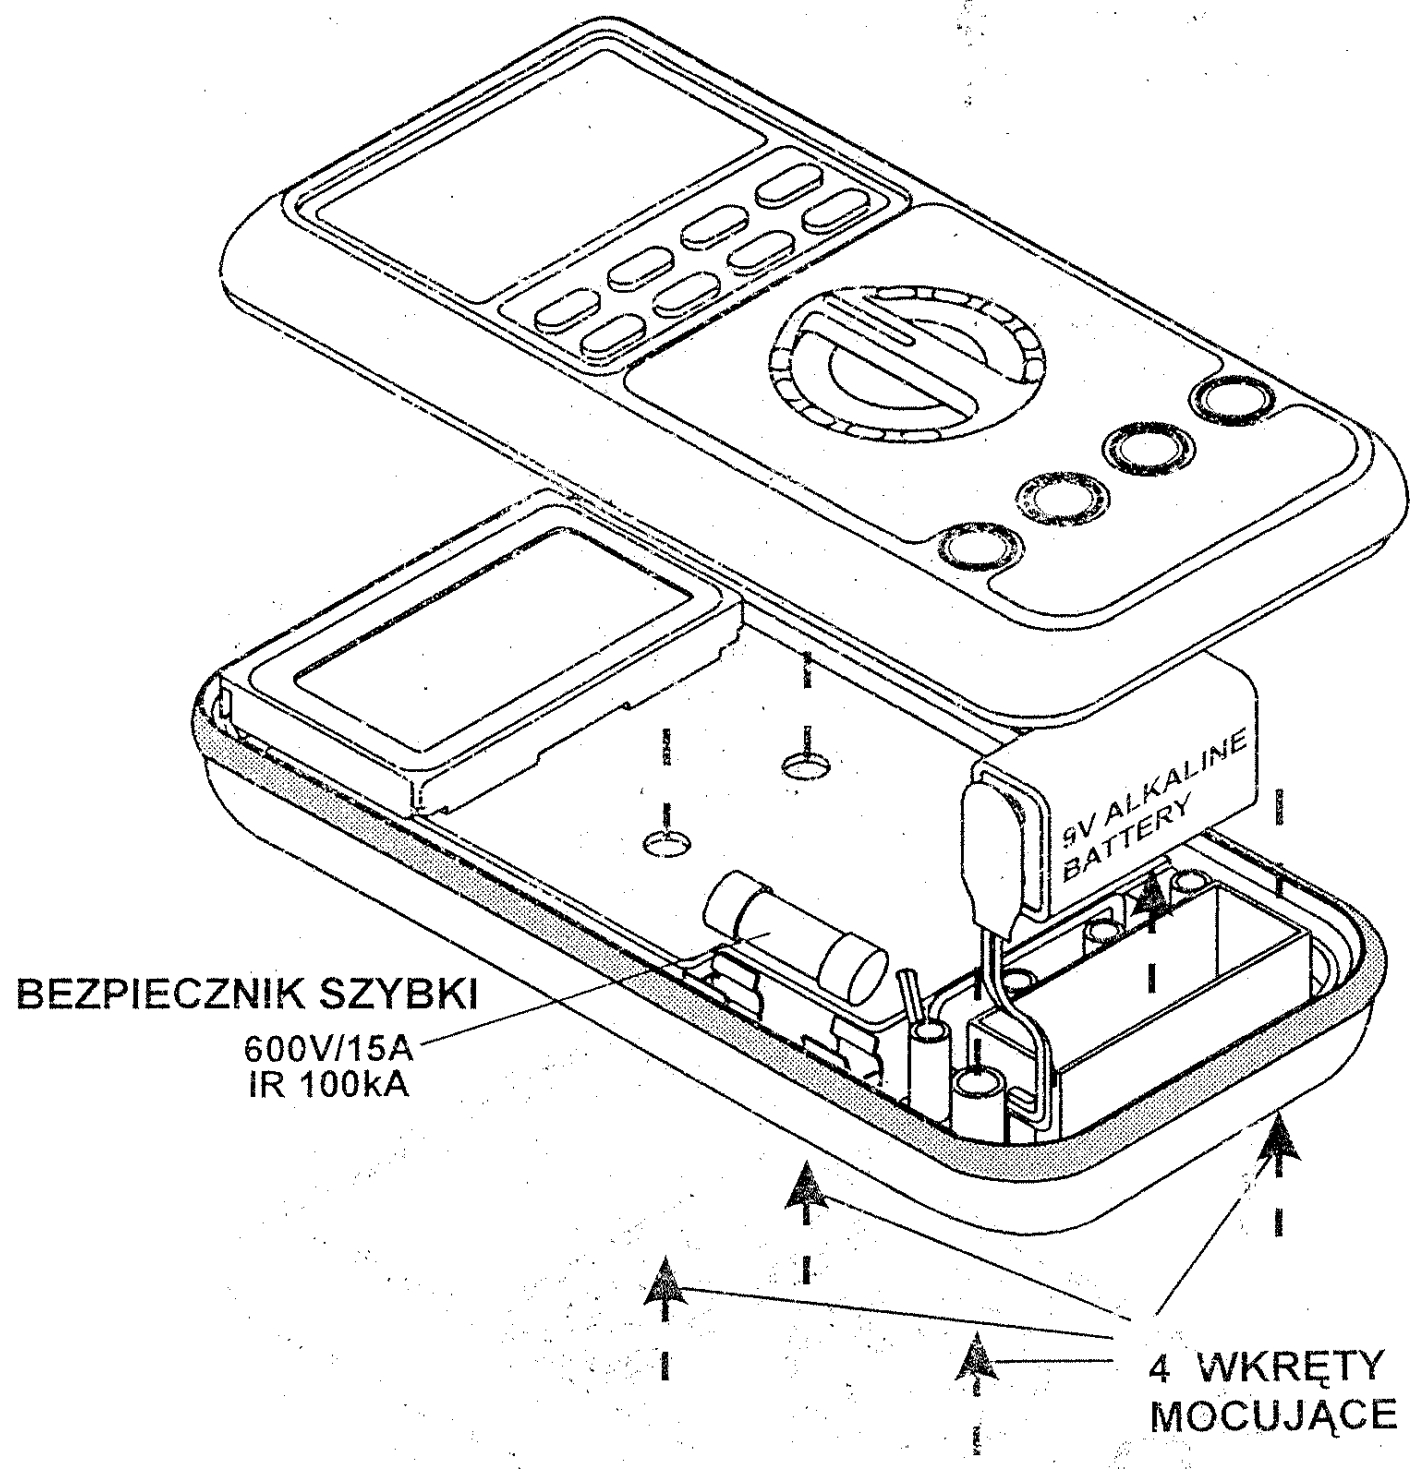

RYS. 22 WYMIANA BATERII I BEZPIECZNIKA
3) Zluzować cztery wkręty mocujące umieszczone na dolnej pokrywie obudowy przyrządu (patrz. rys. 22).